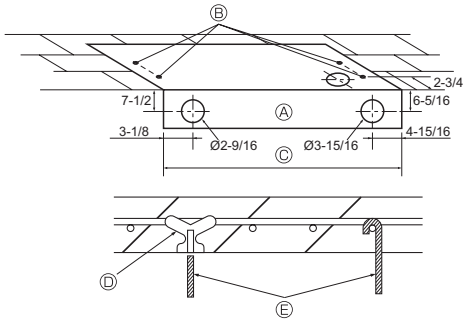

Fig. 3-3
3.2.3. Sélection des boulons de suspension et des emplacements des tuyaux (Fig. 3-3)